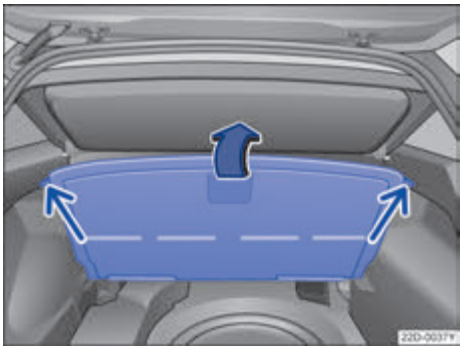

图 127 行李厢内：固定抬起的行李厢地板
– 打开：沿箭头方向抬起行李厢地板，并卡止在行李厢内两侧的卡扣内→ 图 127。